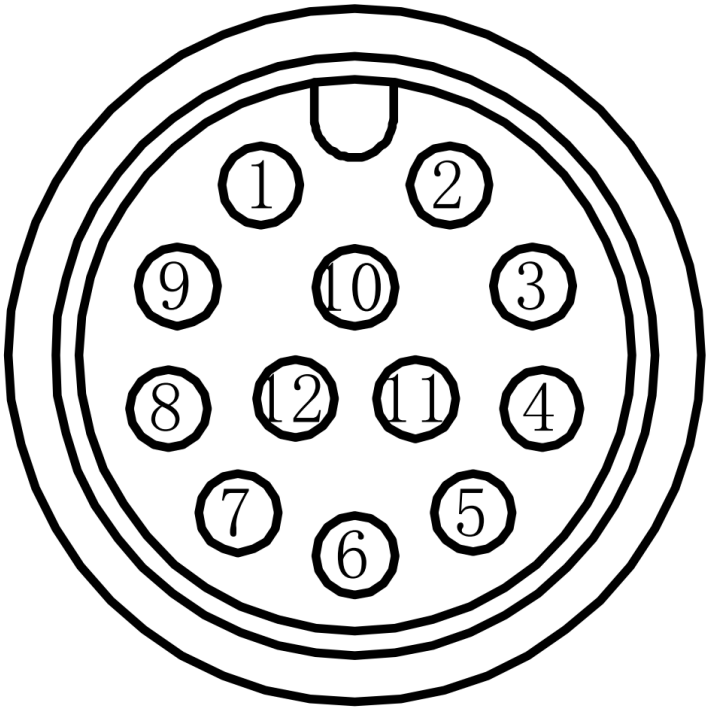
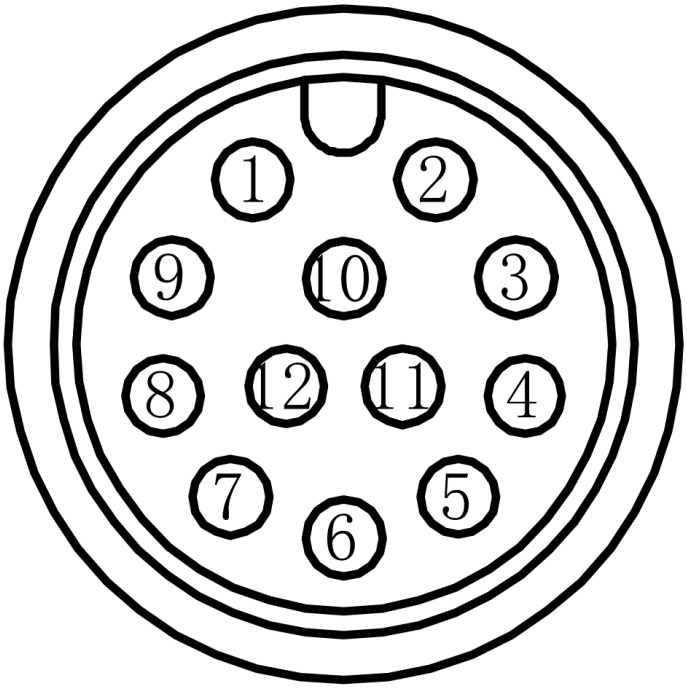

图 2-2　电源端口
图 2-3　数字量输入输出（I/O）、通信端口
① 一体化夹爪的安装方向要使散热片的方向与系统的散热风道一致，以保证良好的散热效果。
② 一体化夹爪的接线端面至少预留30mm的空间，以便于维护操作。
③ 一体化夹爪接线要在离夹爪30～40mm处有硬支撑绑扎，以防止长时间振动插头松动。
④ 一体化夹爪在给其供电之前，要确认连接通信线缆、电源线缆是否正确，需要使用IO功能的要连接对应的IO线缆（推荐使用本公司的标准线缆）。
⑤ 可根据本公司选配的通信线缆正确选型安装组网，可选终端匹配头安装在网络的终端位置，实现信号终端匹配。
① 不要使电线“弯曲”或对其施加“张力”。
② 连接器连接时，请确认连接器内没有垃圾或者金属片等异物。
③ 在线缆保持连接的状态下进行搬运作业时，请务必握住一体化电机主体。如果只抓住线缆进行搬运，则可能会损坏连接器或者拉断线缆。
④ 如果使用弯曲线缆，则应在配线作业中充分注意，勿向连接器部分施加应力。如果向连接器部分施加应力，则可能会导致连接器损坏。
⑥安装产品时请务必根据图2-2和图2-3产品结构图中要求，确认装配所使用的螺钉型号和长度，装配螺钉锁紧深度不得超过图中的安装螺纹孔深度，使用螺钉过长会对夹爪造成损坏。